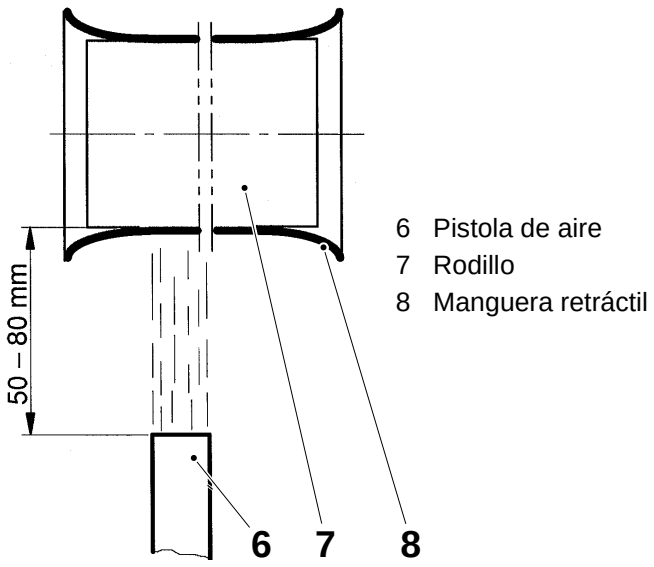
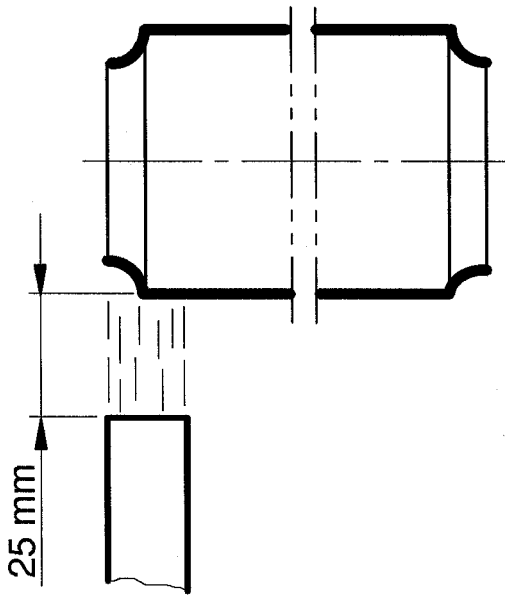

Fig. 1
Fig. 2
e) Utilizar una pistola de aire caliente (u horno) (6). Temperatura 260 - 400°C.
f) Limpiar el rodillo (7) de grasa u otros depósitos. Pasar papel de lija sobre la superficie de forma manual para que quede un poco más áspera.
h) Cortar una tramo adecuado de manguera retráctil (8) (ancho de rodillo + 5 mm).
k) Dirigir la pistola de aire caliente al centro del rodillo a una distancia de 50 - 80 mm. Calentar esta área hasta que la manguera se contraiga uniformemente contra el rodillo (fig 1). Cuando la manguera se contraiga firmemente contra el rodillo, reducir la distancia a aproximadamente 25 mm, a continuación mover la pistola de aire hacia los extremos y cerciorarse de que los extremos libres (fig. 2) de la manguera estén contraidos a su diámetro mínimo.